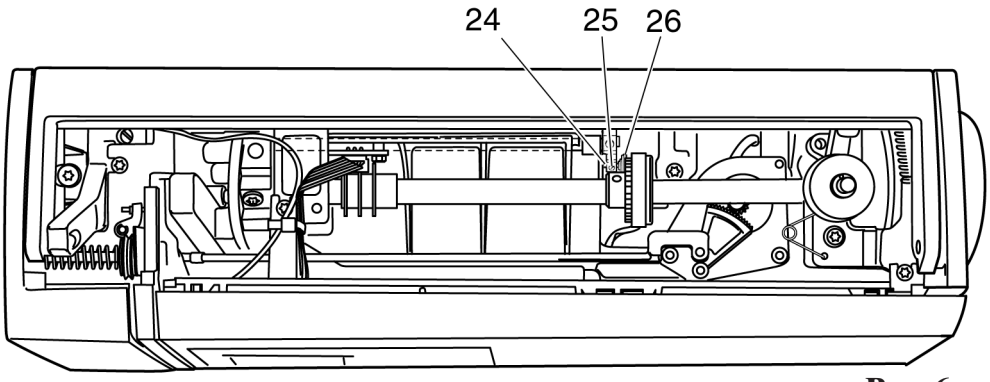

Рис. 6
- Сместите в сторону ось кривошипа 24 вместе с тягой 26 настолько, чтобы было обеспечено свободное движение верхнего и нижнего двигателей ткани (рис. 6).